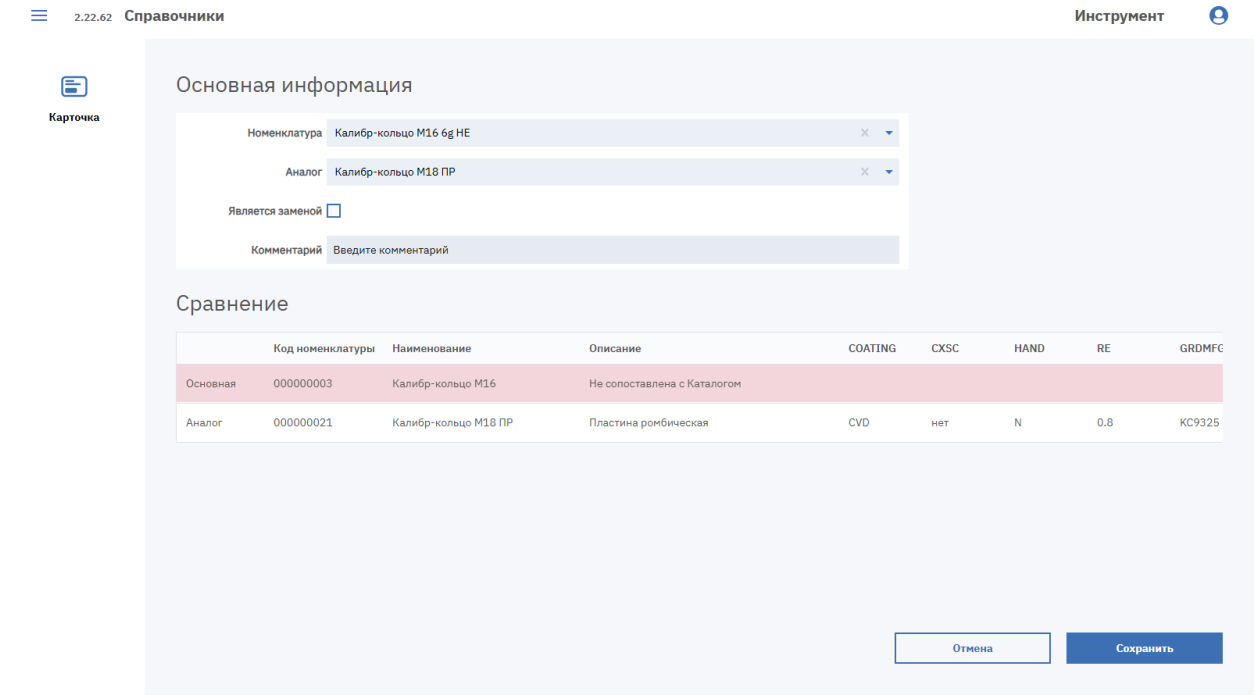

Рисунок 65. Форма добавления аналога с выбранными позициями
4. Проверьте данные в блоке «Сравнение»: в нем отображаются коды, наименования, описания и характеристики основной номенклатуры и аналога (см. Рисунок 65).